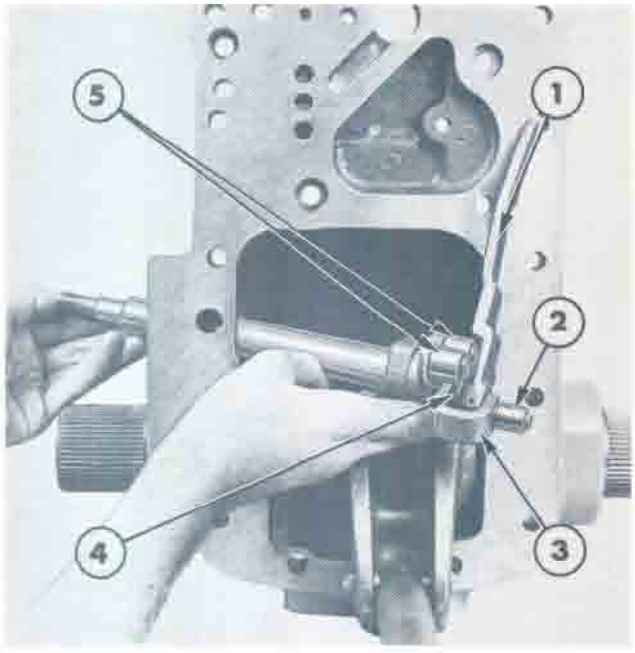

Figure 43
21. Withdraw the control lever shafts and rollers from the centre of the lift cover, Figure 43.